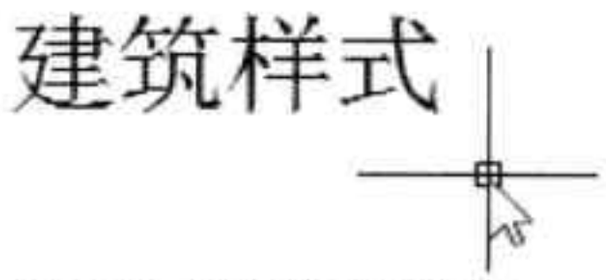

图8-14 完成单行文字的输入
Step 04 输入完成后，按回车键。在光标闪动的位置输入相应文本内容，然后单击绘图区任意空白处，并按回车键即可结束输入，如图 8-14 所示。